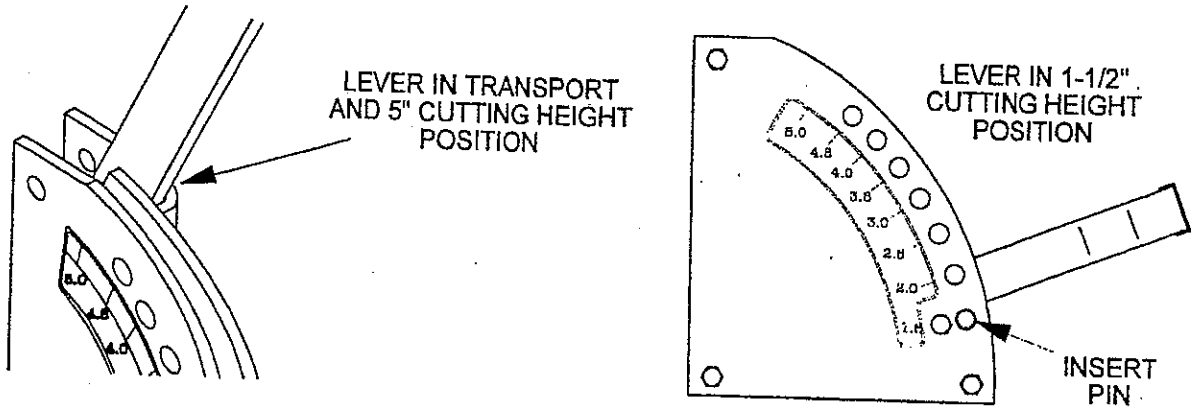
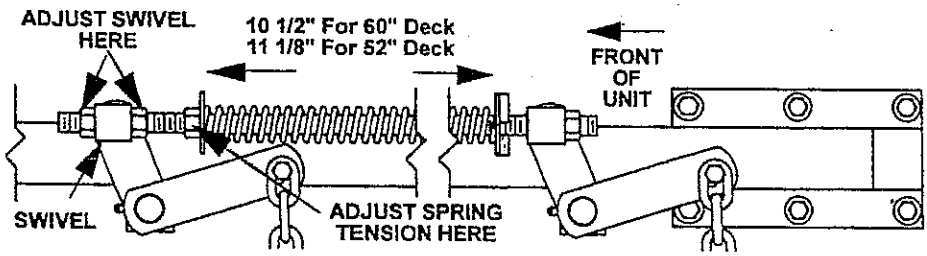

FIG. 5
FIG. 7
c) Raise the deck lever to the transport position (also the 5" cutting height position). See Fig 5, Page 27.
e) Take all force off of the two large deck lift springs by loosening the nut at the front of each spring. See Fig. 7.
f) Place a 3/4" thick block of wood under each of the two (2) rear anti-scalp roller brackets and place one under ***one of the front center*** anti-scalp roller brackets. Adjust the two (2) rear upper chain attachment bolts in the slots so the rear of the deck is supported by the chains and the rear wood blocks will just slide out (front of deck is supported by wood block under one of the front caster roller brackets). Tighten hardware.
h) To adjust front swivels, determine which direction the chain attachment arm needs to travel in order to get desired deck height. Loosen the nut on the front of the swivel on each side of the unit and adjust by turning the nuts on the rear side of the swivels ***(adjustment must be equal on both sides)*** until desired distance is obtained (See Fig 7). Adjust to where the front wood block just slides under one of the front caster roller brackets.
i) Raise deck lift lever to the 5" cutting height position (also transport position, See Fig 5, Page 27). Adjust spring compression until proper distance is obtained between the two large washers (See Fig 7). Adjustment is made by turning the nut at the front of each spring (clockwise will shorten the spring, counter-clockwise will lengthen the spring Lower deck lift lever back to the 1 1/2" cutting height position and recheck the clearance under the anti-scalp roller brackets with the 3/4" wood blocks.